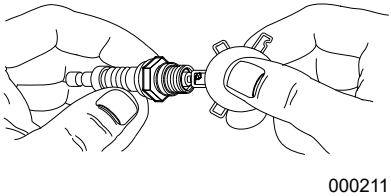

Figure 4-5. Bougie
4. À l'aide d'une jauge d'épaisseurs à fil, vérifiez l'écartement des bougies d'allumage, réajustez-le à une valeur de 0,6-0,7 mm (0,024-0,028 po.) Reportez-vous à la *Figure 4-5*.